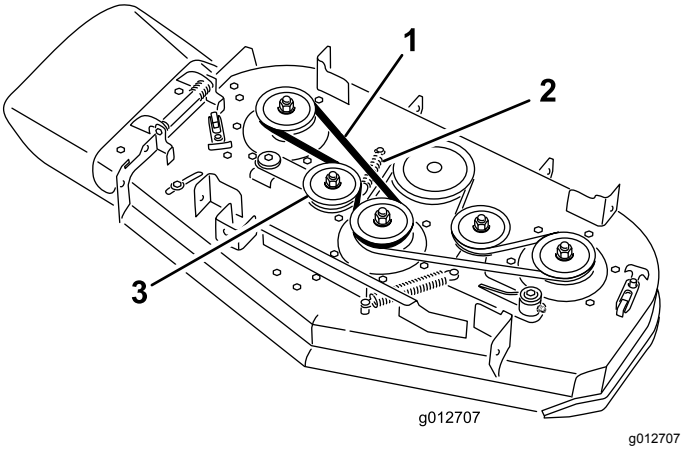

Figur 64
5. Ta bort den högra klipparremmen (Figur 64).
7. Montera den tidigare borttagna eller en ny klipparrem runt de högra däckskivorna och mellanremskivan (Figur 64).